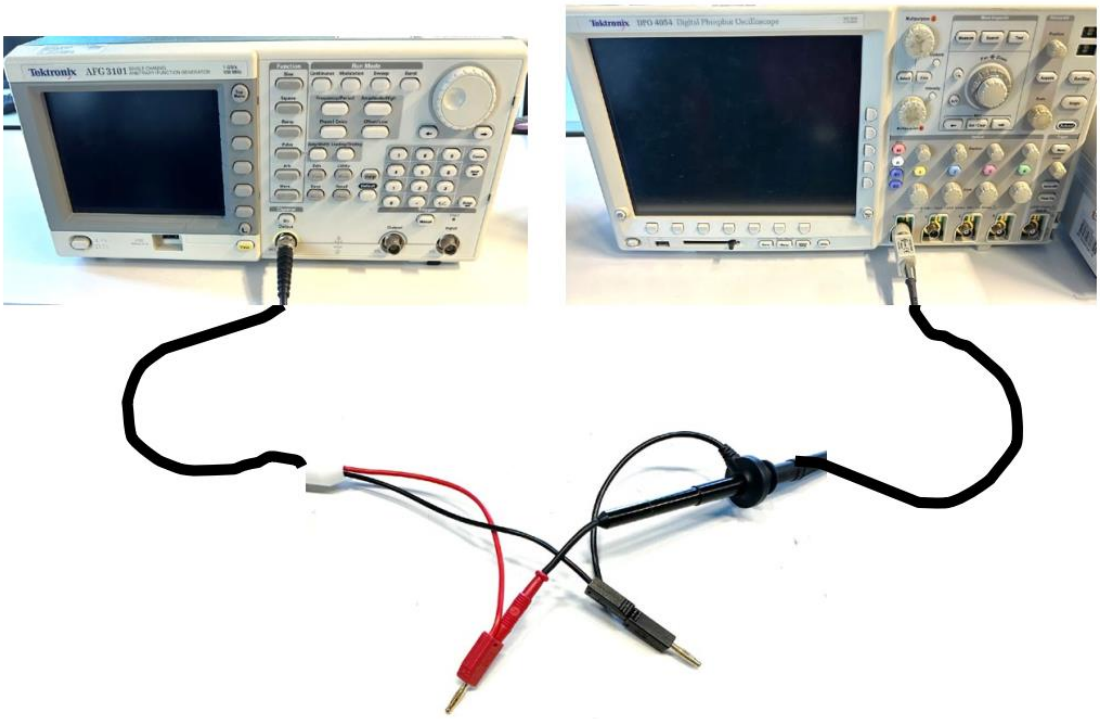

Fig. 5: Check setup for the function generator (left) with an oscilloscope (right)
- Connect the function generator output to oscilloscope channel one using a terminated cable (see Fig. 5)